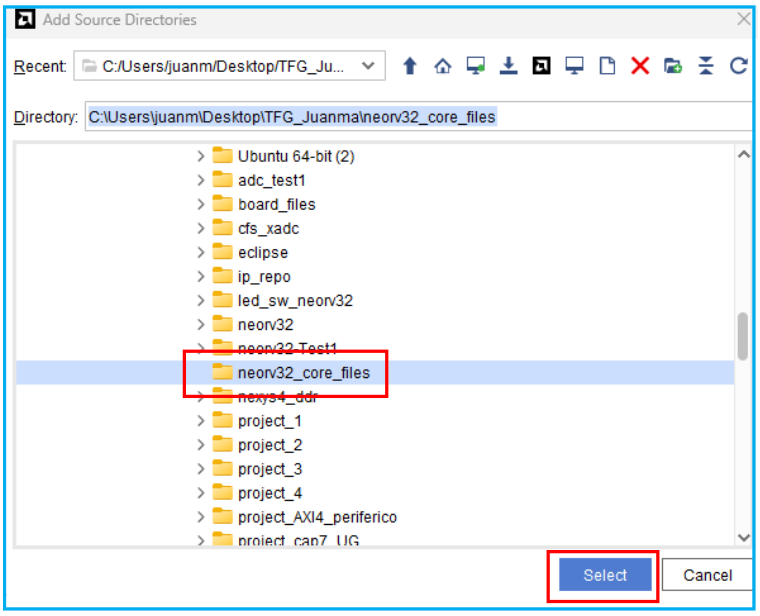

Fig.7. Ventana `Add Source Directories`, se debe seleccionar la carpeta que contenga todos los archivos RTL del NEORV32, en este caso `neorv32_core_files`.
10. Dado que cambiar todos los campos `Library` del total de los archivos puede resultar tedioso, una forma más sencilla consiste en pulsar sobre `Add Directories`, en lugar de `Add Files`. En este caso seleccionaríamos la carpeta `neorv32_core_files` que aloja a todos los archivos anteriores (Fig.7).